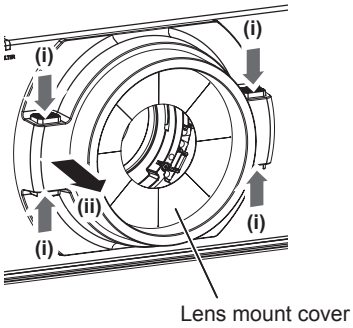

Fig. 1
1) **Remove the lens mount cover. (Fig. 1)**